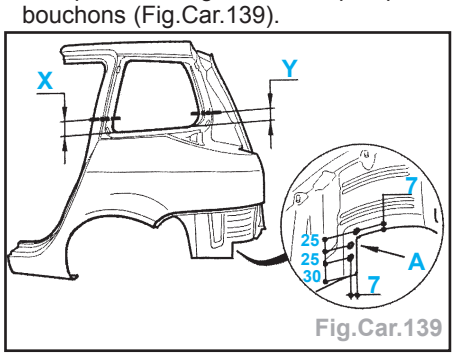

Fig.Car.139
- Percer l'aile en **A**, des trous de Ø 6,5 mm pour soudage ultérieur par points bouchons (Fig.Car.139).
- Tracer puis découper l'aile à l'aide d'une meule épaisseur 1 mm (coupe définitive) (Fig.Car.139).